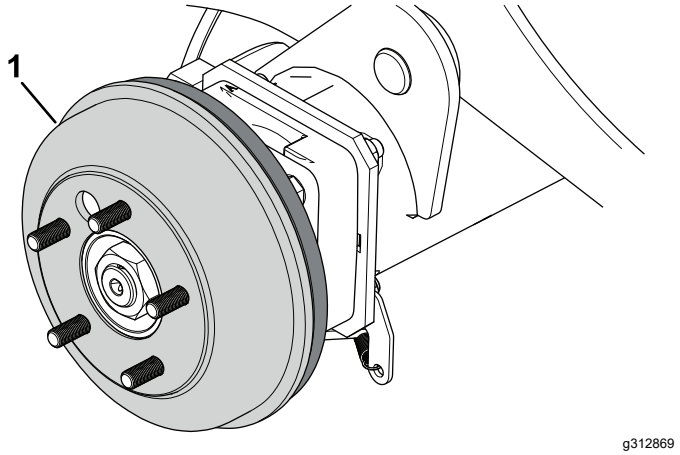

Bild 75
4. Entfernen Sie die Bremstrommeln (Bild 75) von Hand.